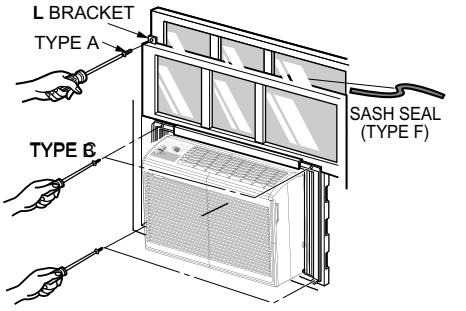

Figure 10
Extend the guide panels (TYPE G) to fill the window opening using 2 screws (TYPE B), 2 screws(TYPE C) to secure them as shown in Figure. 10.
a. Cut the sash seal (TYPE F) to the window width. Stuff the sash seal between the glass and the window to prevent air and insects from getting into the room, as shown in Figure. 10.
b. Fasten the L bracket using a (TYPE A) screw, as shown in Figure. 10.